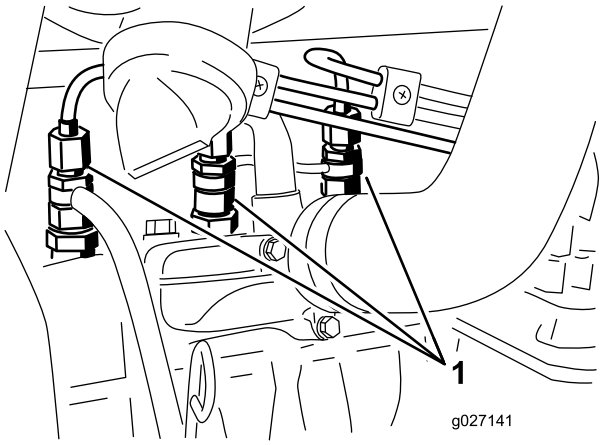

Figur 56
1. Lossa röranslutningen till munstycke nr 1 och hållaren (Figur 56).